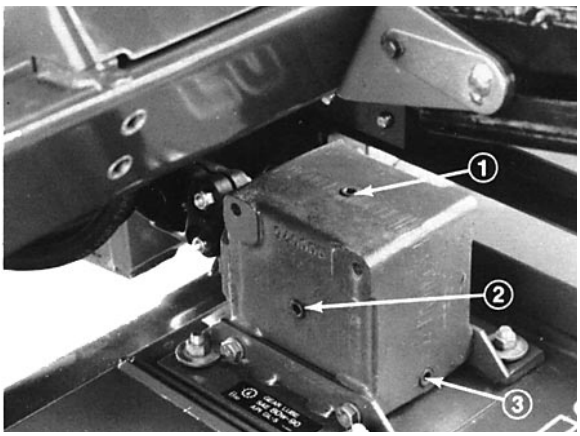

Afbeelding 2
2. Verwijder de controleplug uit de zijkant van de tandwielkast en controleer of het tandwielolie tot onder aan het gat zit (Afb. 2). Indien het smeeroliepeil te laag staat verwijdert u de vuldop boven op de tandwielkast en vult u voldoende smeer bij totdat dit aan de bodem van het gat in de zijkant staat.